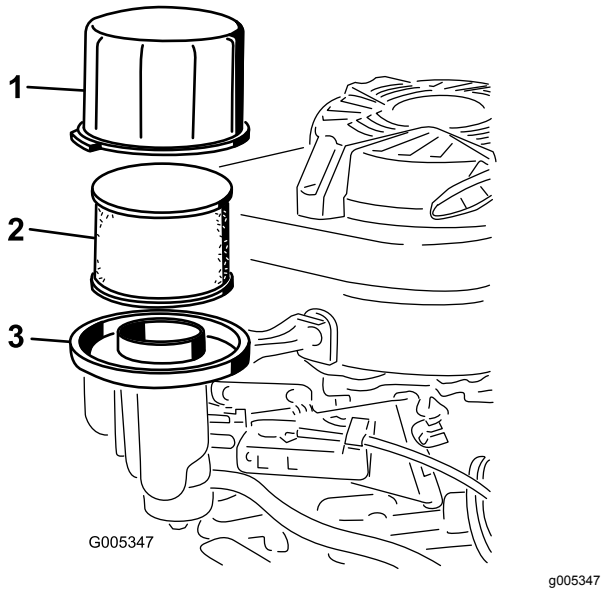

Figur 22
2. Ta bort skyddet och rengör det noga (Figur 22).
3. Ta bort skumförfiltret och pappersluftfiltret från luftfilterbasen (Figur 22).